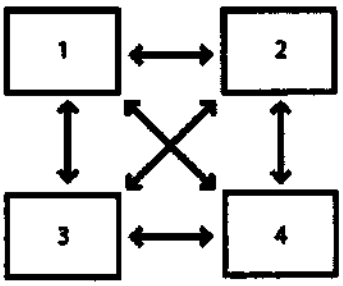

Рисунок 12-2 Режим перемещения курсора для 2 x 2
- **2 x 2**: выберите эту опцию, если два дисплея расположены поверх двух других дисплеев. В таком режиме курсор можно перемещать с текущего дисплея на соседние, как показано на рис. 12-2.